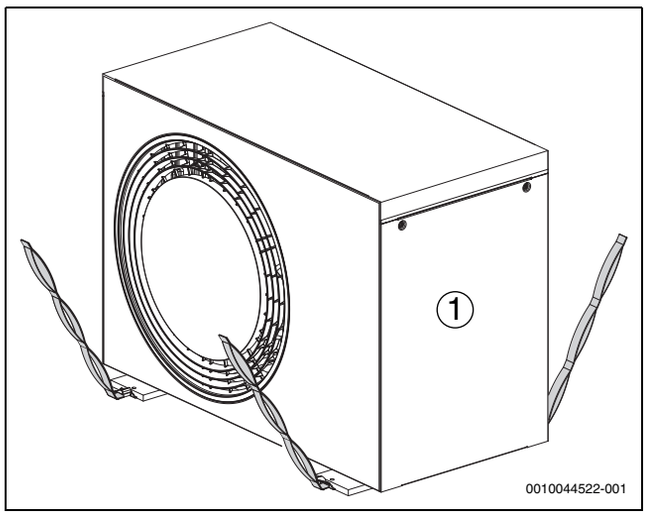

Bild 11 Beim Transportieren der Wärmepumpe ohne Verpackung die Gurte verwenden
- Achtung! Die Wärmepumpe ist auf der Kompressorseite schwerer (→ Abbildung 11).